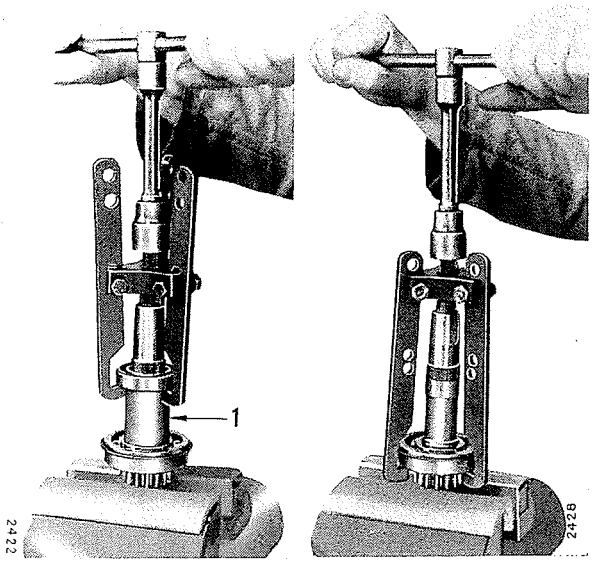

Bild 272 Bild 273
Das vordere Kugellager mittels Abzieher von der Welle ziehen und Abstandbüchse (1), Bild 272, abnehmen. Das hintere Kugellager ebenfalls mit Abzieher von der Welle ziehen, Bild 273.